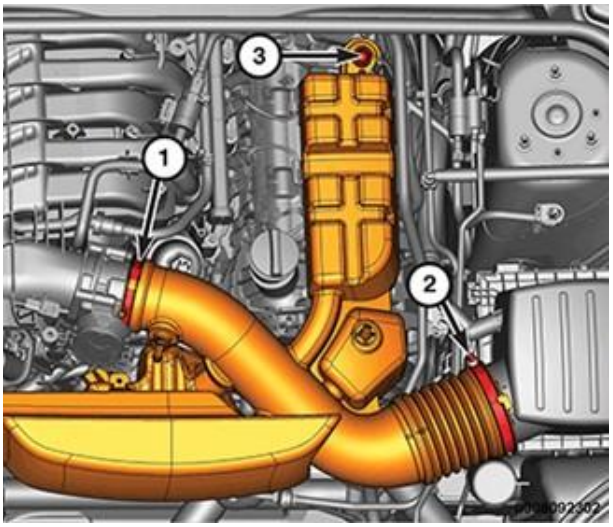

Figure 5 – Inlet Air Tube / Resonator 3.6L Shown Others Similar
9. Inlet air tube or resonator. Loosen the clamp (1) at the throttle body and clamp (2) at air cleaner body. (Figure 5) shows a 3.6L engine, other engines are similar.
10. Disengage any rubber grommets or fasteners (3) securing the inlet air tube or resonator (Figure 5).
24. Inlet air tube or resonator. Securely tighten the clamp at the throttle body (1) and the clamp (2) at the air cleaner body (Figure 5).
20. Inlet air tube or resonator. Securely tighten the clamp at the throttle body (1) and the clamp (2) at the air cleaner body (Figure 5).